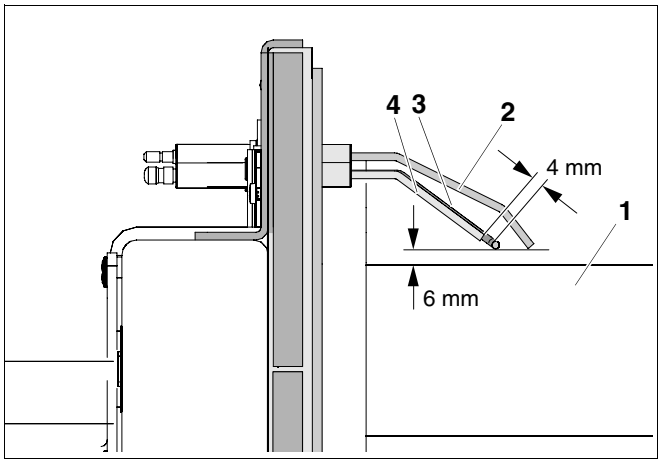

Fig. 56 Checking the electrode position (dimensions in mm)
- Measure the distances between the electrodes as shown in ➔ Fig. 56 and adjust accordingly.
- Adjust the electrode holder so that the position of the electrodes matches that shown in ➔ Fig. 56.